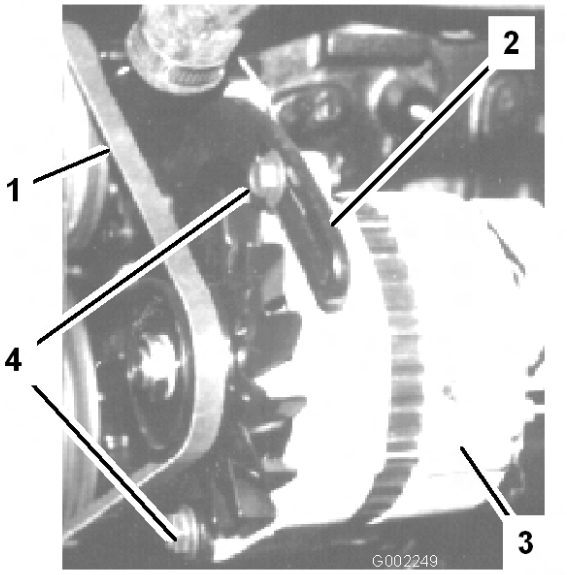

Figur 56
3. Lossa bultarna som fäster staget till motorn och bulten som fäster generatorn till staget (Figur 56).